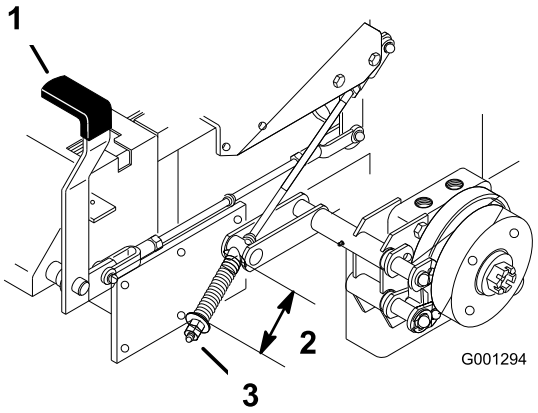

Figuur 69
2. Meet de lengte van de veer. De lengte tussen de ringen moet 64 mm zijn (Figuur 69).
3. Als de lengte moet worden afgesteld, stelt u de parkeerrem vrij, draait u de contramoer onder de veer los en draait u de moer direct onder de gaffel aan (Figuur 69). Draai de moer totdat de lengte correct is. Draai de moer naar rechts om de veer korter te maken en naar links om de veer langer te maken.